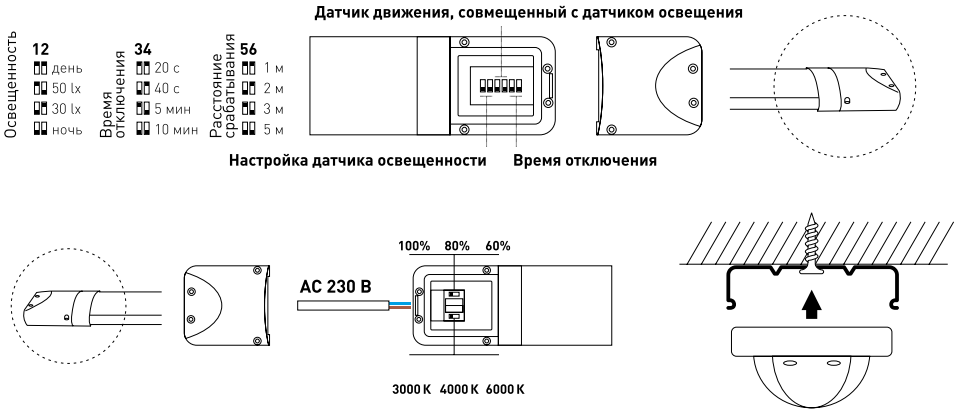

Рис. 2. Установка и подключение светильника
3.2. Снимите крышку ввода питания, открутив фиксирующие винты. Выберите нужную мощность и цветовую температуру, режимы работы представлены на рис. 2.
3.3. При необходимости настройки работы датчика снимите вторую крышку, раскрутив фиксирующие винты. Включите датчик DIP–переключателем и выберите нужный режим работы (см. рис. 2).